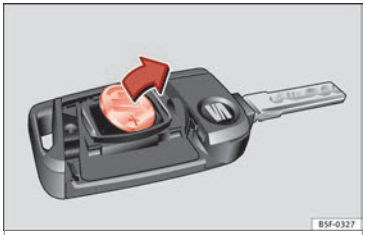

Fig. 126 Vehicle key: removing the battery
- Extract the battery from the compartment using a suitable thin object ››› Fig. 126.
- Place the new battery in the compartment as shown ››› Fig. 126, pressing in the opposite direction to that shown by the arrow ››› ❗.